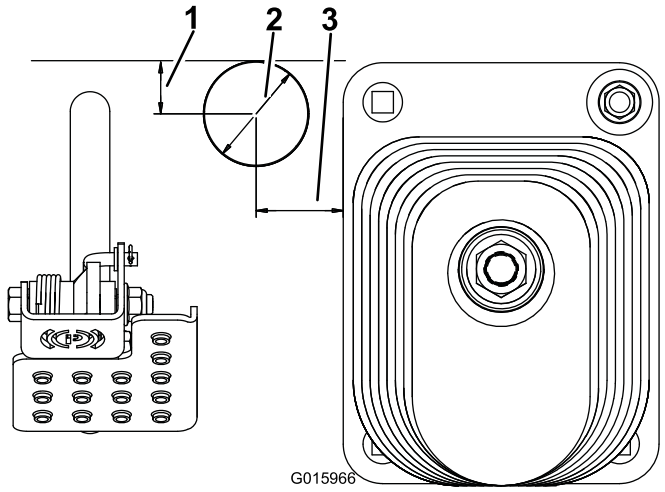

Figur 4
2. Du skal vha. de angivne mål i Figur 4, positionere, markere og bore et hul på 51 mm i diameter i gulvpladen.